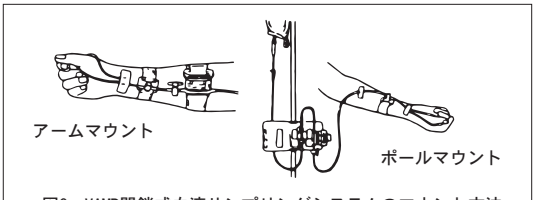

図9　VAMP閉鎖式血液サンプリングシステムのマウント方法
(12)医療機関の手順に従って患者の体、または、エドワーズの適切なクランプとホルダーを用いてIVポールのいずれかにリザーバーを固定します（図9)。